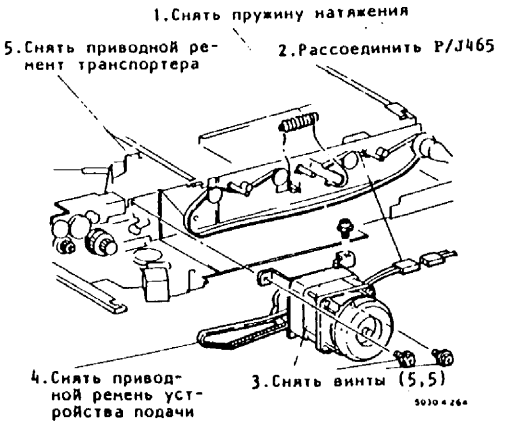

Рис.4. Снятие узла двигателя привода
5. (Рис.4): Снять узел двигателя привода.